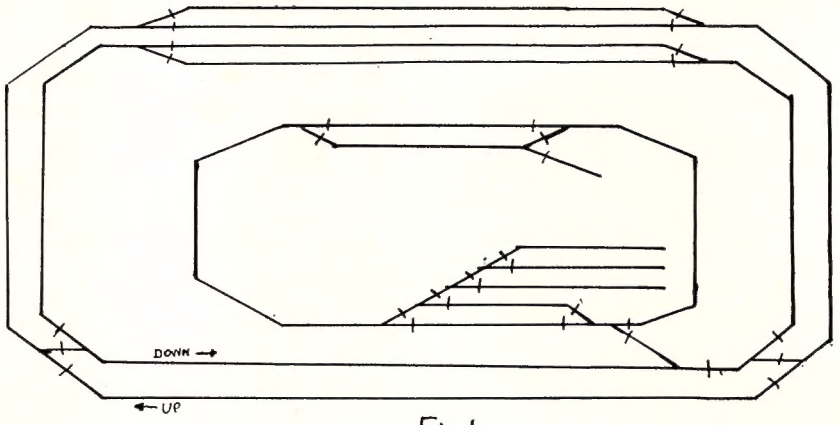

Fig. 1.
The control panel should be left until all the track work is completed, even if you find it necessary to make a substitute panel for use during the construction of the layout. This will ensure that your track blocks are of sufficient length (also not too long), and some pattern of operation has been developed. Figure 1 shows the layout plan which is to be used, and also indicates the blocks. On this layout we have a double track oval with passing sidings and crossovers, a single track oval also with passing sidings and storage tracks, and a crossover connecting the double track to the single track. Since we have three (3) distinct running tracks, it would be advisable to have three speed controllers. This arrangement also permits participation with other modellers.